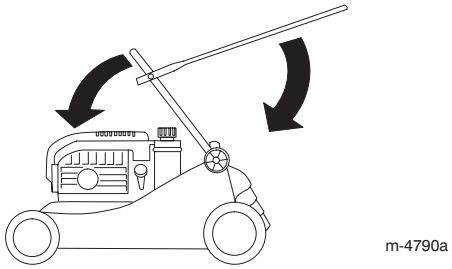

Figure 23
3. Carefully swing the lower handle section forward until it rests on the engine (Fig. 23).
4. Carefully swing the upper handle section rearward until it rests flat (Fig. 23).